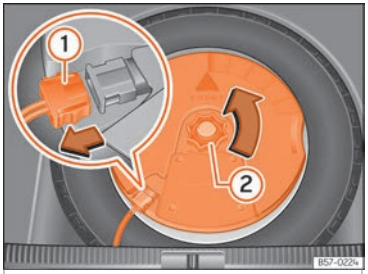

Fig. 199 In the luggage compartment: remove the subwoofer.
- Disconnect the *subwoofer* ››› Fig. 199 ① speaker cable.
- Turn the securing wheel in an anti-clockwise direction ››› Fig. 199 ②.